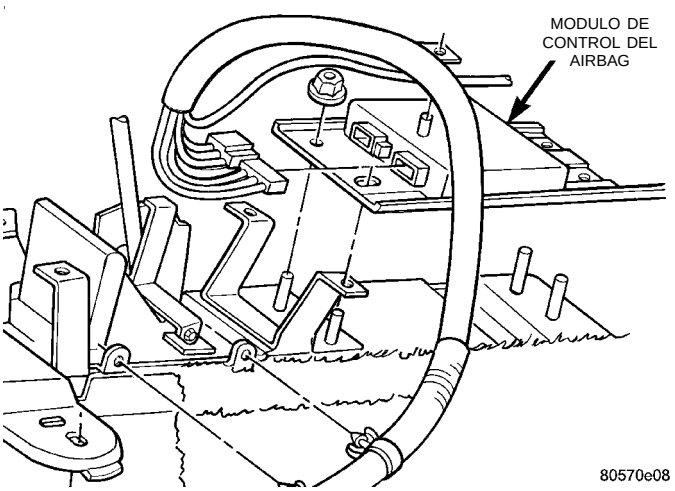

Fig. 13 Conectores del ACM
(13) Desconecte los conectores del ACM de 4 vías y de 13 vías (Fig. 13).